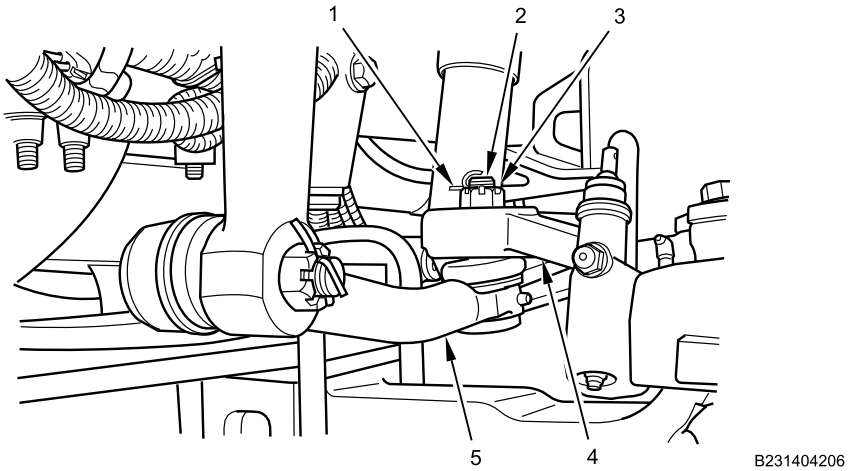

Figure 7. Steering Arm.
6. Connect drag link (Figure 7, Item 5) to steering arm (Figure 7, Item 4) with hex nut (Figure 7, Item 3). Torque hex nut to specification: stud size 3/4 inch – 85-105 lb-ft (116-143 N•m); stud size 7/8 inch – 120-160 lb-ft (163-218 N•m).
7. Install new cotter pin (Figure 7, Item 1) in drag link stud (Figure 7, Item 2).